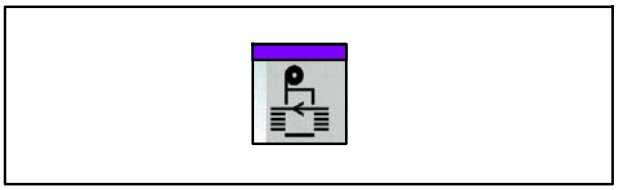

Fig. 164 Touche Mode couplé
2. Appuyer sur la touche Mode couplé (Fig. 164) et présélectionner le mode autonome